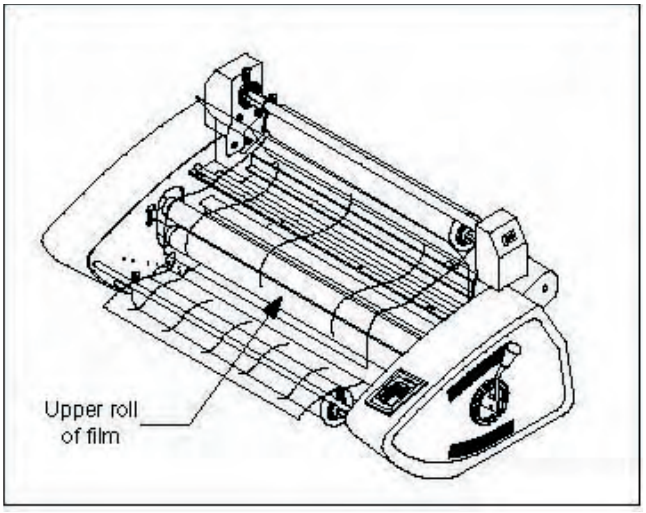

Fig. 16
13. Unroll 2 ft. (61 cm) of film. Drape the film over the top idler bar for poly-in film and under the bar for poly-out film, (Fig 16).